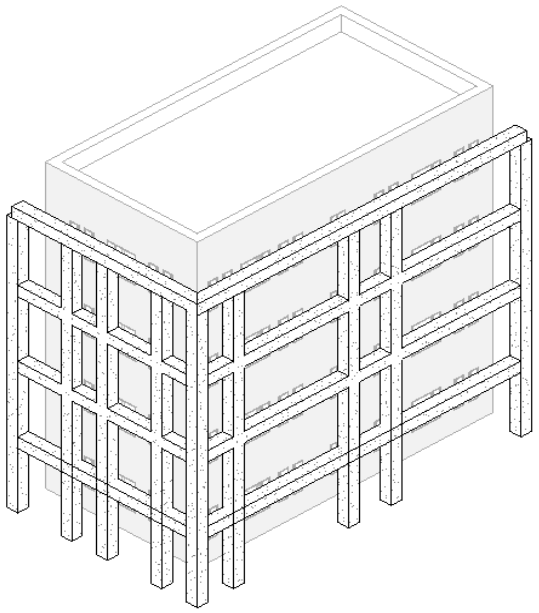

Figure 16-68 *The 3D view of the copied structural beams*
27. Select the beams at the roof level and use the drag controls to complete the beam. You will use the **East** and **North Elevation** views to drag and extend the beams. After this step, the 3D view should appear similar to the illustration shown in Figure 16-68.
34. In this dialog box, choose the **Finish Editing** button from the **Edit** area and then choose the **Close** button; the **Design Options** dialog box closes and the 3D view appears similar to the view given for Option 1, refer to Figure 16-68. Notice that the **Main Model** option is selected in the **Active Design Option** drop-down list that is displayed below the **Pick to Edit** button in the **Design Options** panel of the **Manage** tab.